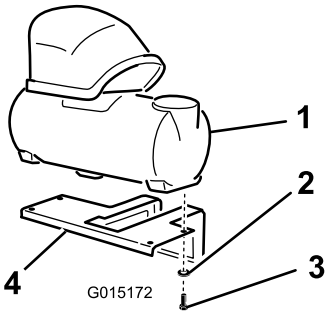

Figuur 3
1. Plaats de tank van de schuimmarkeerder op de montagebeugel zoals wordt afgebeeld op Figuur 3.